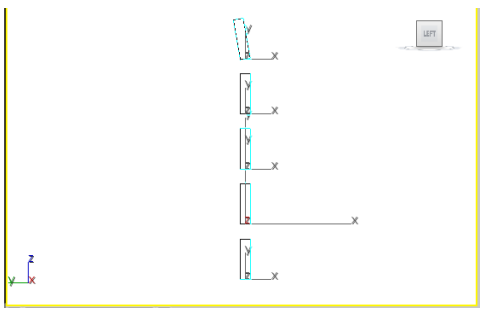

Figure 2-72 *All horizontal back supports selected simultaneously*
1. Activate the Left viewport and choose the **Select Object** tool. Now, select all the horizontal back supports by dragging a selection box around them, refer to Figure 2-72.